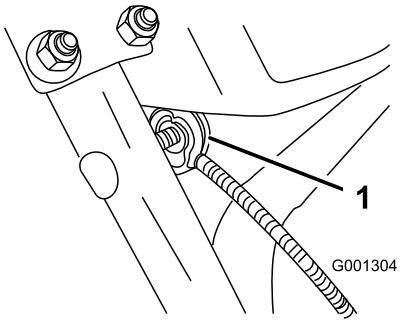

Figuur 7
3. Verwijder de moer en ring van de handgreep, bevestig de kabelklem van de kabel aan de handgreep, monteer de ring en de moer, en draai de moer handmatig aan (Figuur 7).